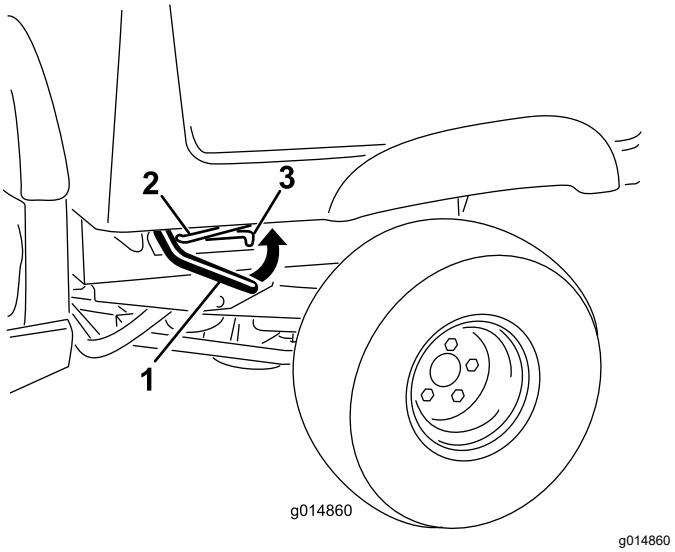

Figur 14
1. För spaken på flakets båda sidor uppåt och höj upp flaket (Figur 14).
1. Höj upp lastflaket något genom att föra låsspaken uppåt (Figur 14).